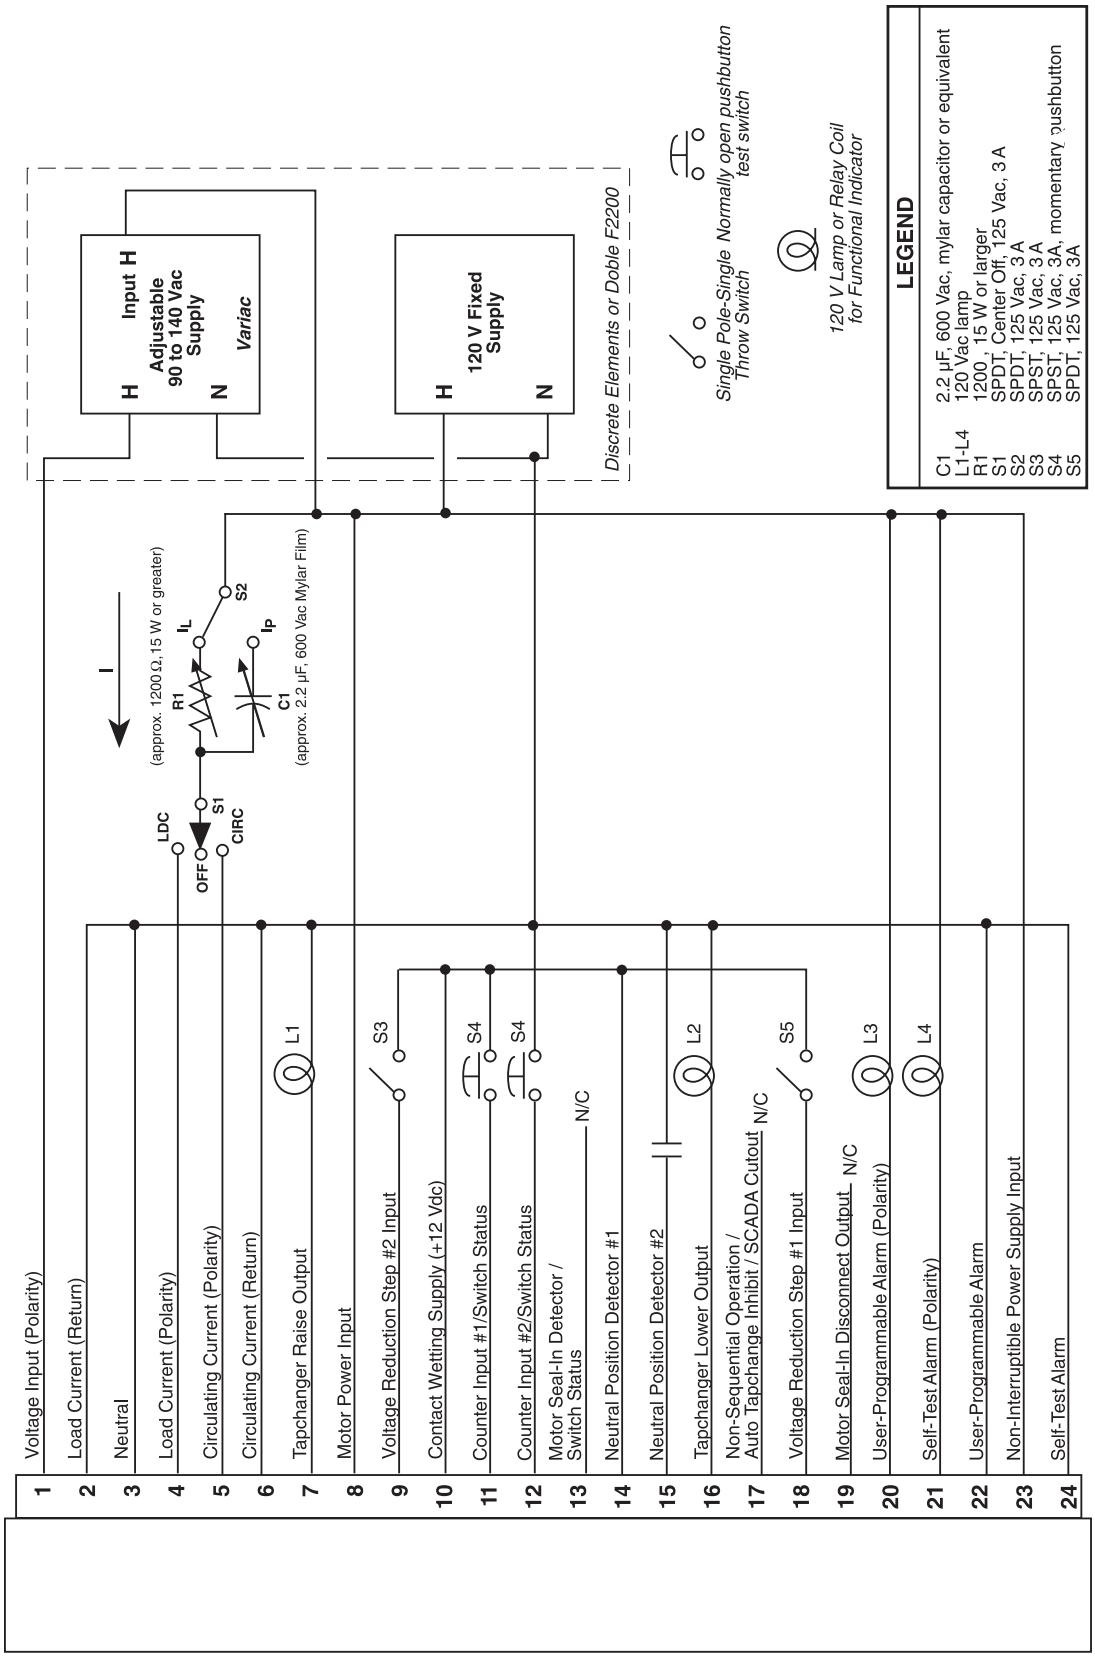

Figure 8-1 External Connections for Test Procedure
1. Make electrical connections as shown in Figure 8-1, External Connections for Test Procedure.